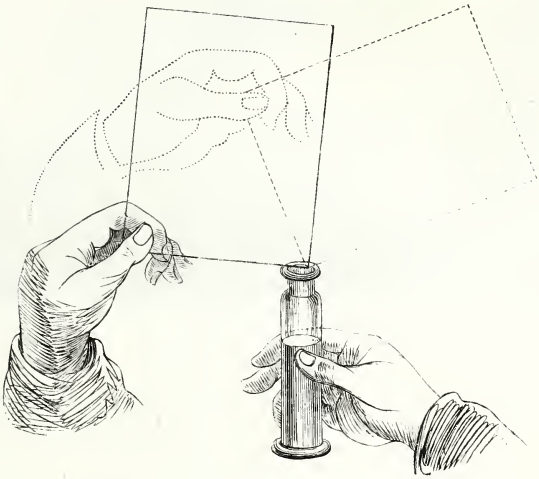

Fig. 21.
dion. Sitôt qu'il l'a atteint, je le fais descendre doucement vers ma main A, et pendant ce trajet, je l'aide en continuant un très-mince filet de collodion avec le flacon, suivant la diagonale un peu courbe pointée sur la figure. Au moment où la nappe va atteindre mon pouce, j'incline la glace, vers la droite, le collodion gagne alors l'angle B, par lequel s'écoule le surplus dans le flacon C (fig. 21).
83. — Pendant que les dernières gouttes tombent, je fais prendre à la glace sans qu'elle quitte le goulot du flacon par ses angles, les deux positions (fig. 21) à angle droit l'une de l'autre, et qui ont pour but de permettre à l'action de la pesanteur d'effacer en se croisant les ondes qui ont pu se produire à la surface de la couche de collodion.
de main bien simple : encore une dizaine d'essais et vous serez passé maître, ce n'est pas plus long ni plus difficile que celà. Ne versez pas l'excédant trop vite (fig. 21), le liquide en se précipitant formerait des vagues ou *moutons* qui persisteraient, et vous donneraient une image inégale comme une feuille de papier contenant des grumeaux.
main gauche (fig. 21), vous soulevez de la droite la la partie droite C D de la cuvette A B C D, vous ap-